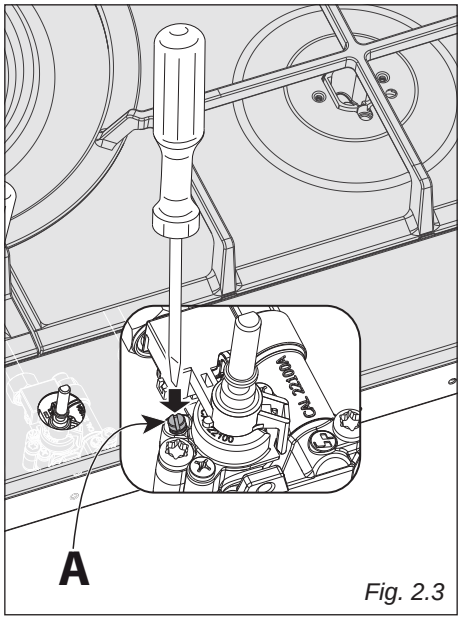

Fig. 2.3
- Con un cacciavite piatto ruotare la vite "**A**" fino alla corretta regolazione (fig. 2.3).